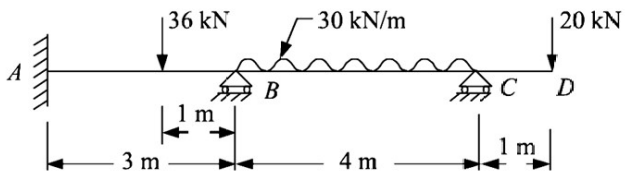

Fig.4
09. (a) Analyse the continuous beam shown in **Fig.4** using Slope Deflection method and draw the bending moment diagram. Flexural rigidity EI is same for all the members. **(16)**
10. (a) Analyse the continuous beam shown in **Fig.4** using Moment Distribution method and draw the bending moment diagram. Flexural rigidity EI is same for all the members. **(16)**